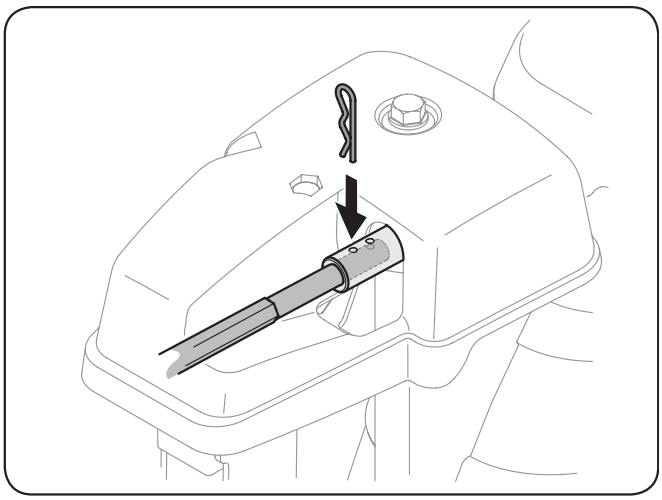

Fig. 6-6
2. Retirez la tige de commande de la goulotte jusqu'à ce que le trou dans celle-ci s'aligne avec le deuxième trou dans l'ensemble de commande de la goulotte. Voir la Fig. 6-6.
3. Réinsérez la goupille fendue par ce trou et la tige de commande de la goulotte. Voir la Fig. 6-6.